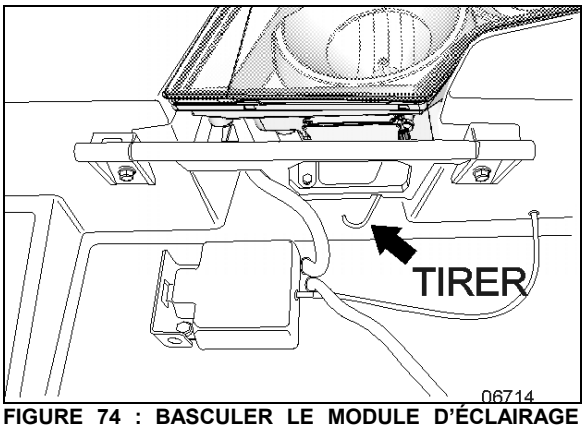

FIGURE 74 : BASCULER LE MODULE D'ÉCLAIRAGE AVANT
3. Tirer sur la tige illustrée sur la **FIGURE 74** pour faire pivoter le phare.